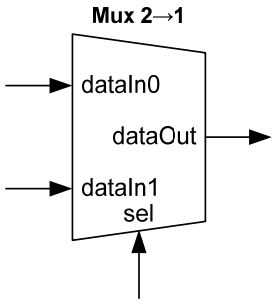

Figura 6 – Interface do multiplexador 2→1.
1. Escreva no seu *log book* código VHDL para definir um multiplexador 2:1 com interface de acordo com a Figura 6 e arquitetura baseada num processo (*process*).